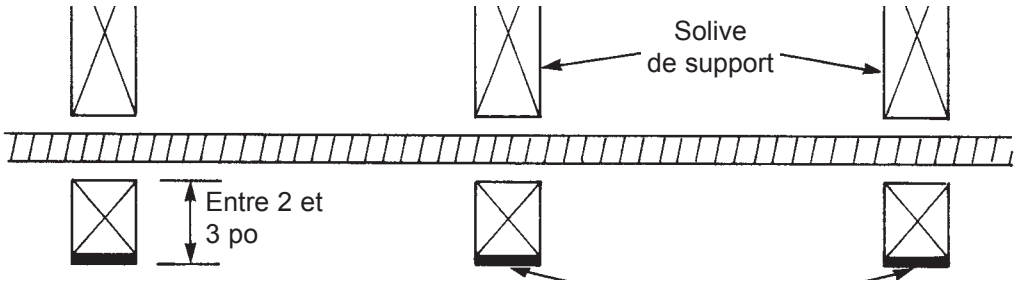

Figure: 4-8
b. Aux points d'appui et aux points de pénétration à deux ou trois pouces du bord d'un montant, d'une solive, d'une plaque, etc. il est exigé d'installer une plaque de butée pour protéger toute la zone d'appui. Utilisez un quart de plaque de butée à ces endroits-là. (Figure : 4-8).